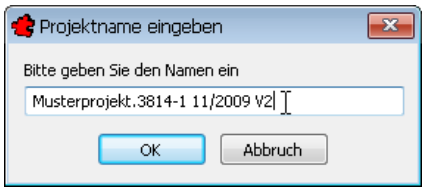

Bild 16.51 – Vergabe eines Projektnamens
- Wählen Sie also einen eindeutigen Namen, denn dieser erscheint später in der Projektliste (Abb. 16.51).